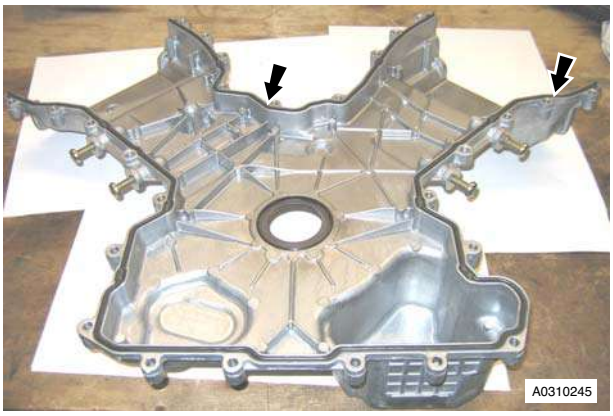

Figure0
40. Remove the outer and inner rubber seals from the timing cover (refer to Figure0).